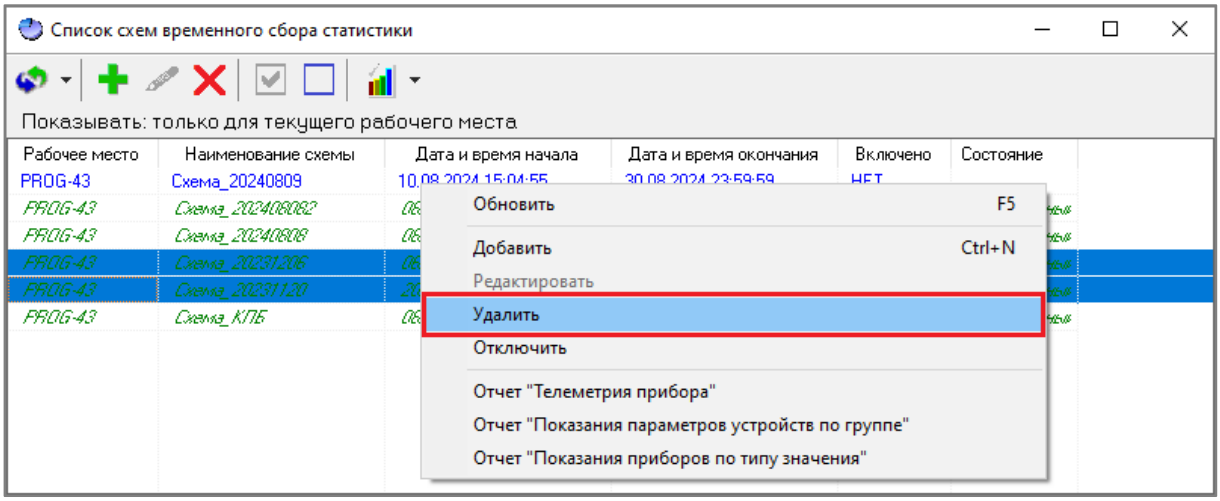

Рисунок 12-127 Удаление схем ВСС через контекстное меню области списка схем ВСС окна "Список схем временного сбора статистики"
– либо вызовите контекстное меню области списка схем ВСС (см. п. 12.6.1.2.1) окна «Список схем временного сбора статистики» и выберите в нем пункт «Удалить» (см. Рисунок 12-127),